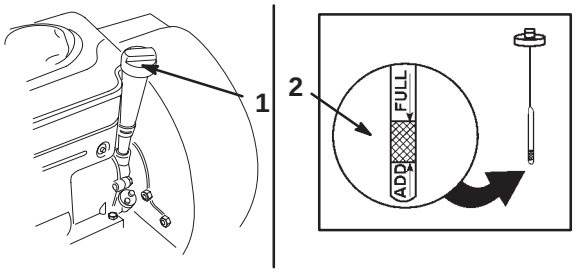

Bild 10
3. Reinigen Sie den Bereich um den Ölpeilstab (Bild 10).
4. Ziehen Sie den Peilstab heraus und wischen das Metallende ab (Bild 10).
5. Schrauben Sie den Ölpeilstab vollständig und fest in das Einfüllrohr ein (Bild 10).